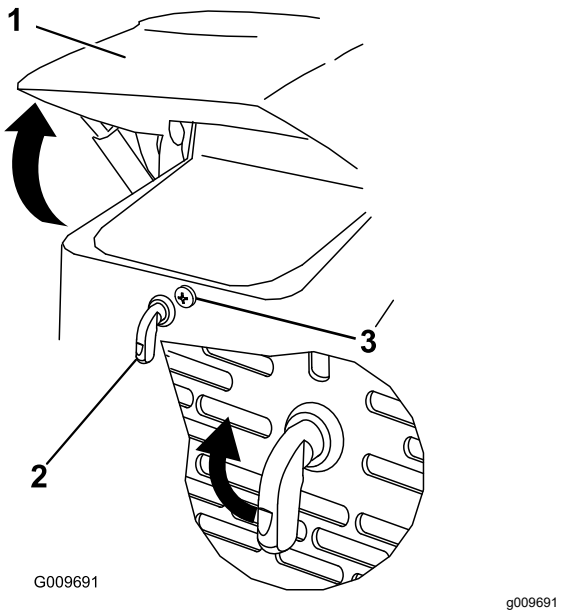

Rysunek 24
1. Poluzuj śrubę blokującą maskę (Rysunek 24).
2. Przekręć zaczep maski w prawo (Rysunek 24).
3. Unieś maskę do góry (Rysunek 24).
3. Dokręć śrubę mocującą maskę, unieruchamiając zaczep (Rysunek 24).